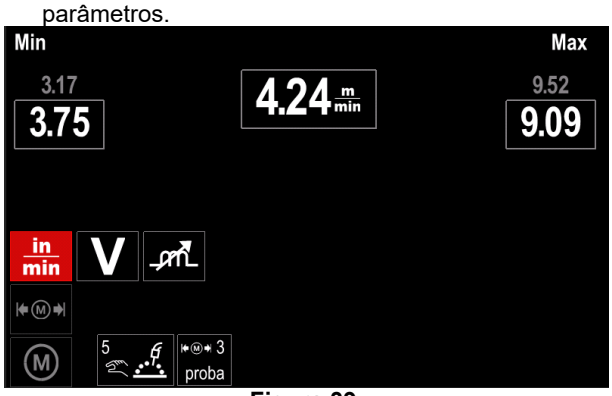

Figura 39.
- A Figura 39 mostra o efeito de alterar os valores dos parâmetros.